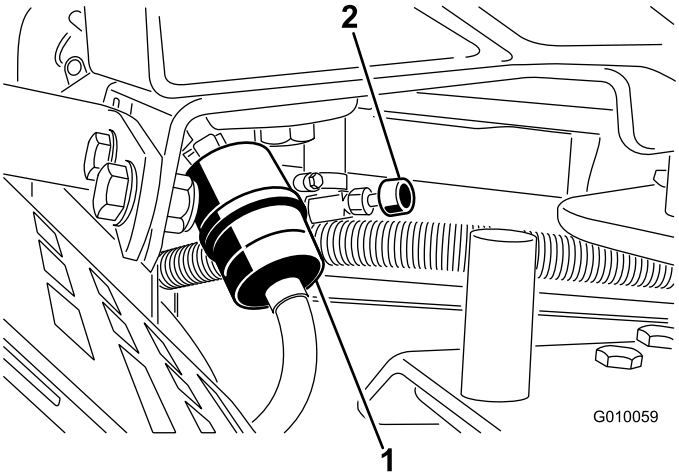

Figure 51
2. Fermez le robinet d'arrivée de carburant (Figure 51).
3. Pincez les extrémités des colliers et faites glisser ceux-ci pour les éloigner du filtre (Figure 51).
5. Posez un filtre neuf et rapprochez les colliers de fixation du filtre (Figure 51).
7. Ouvrez le robinet d'arrivée de carburant (Figure 51).
3. Desserrez le collier de serrage au niveau du filtre à carburant et éloignez-le du filtre en le poussant le long de la conduite d'alimentation (Figure 51).
4. Débranchez les conduites d'alimentation du filtre (Figure 51). Ouvrez le robinet d'arrivée de carburant et laissez l'essence s'écouler dans un bidon ou un bac de vidange.
5. Raccordez la conduite d'alimentation au filtre. Rapprochez le collier de serrage du filtre pour fixer la conduite d'alimentation (Figure 51).